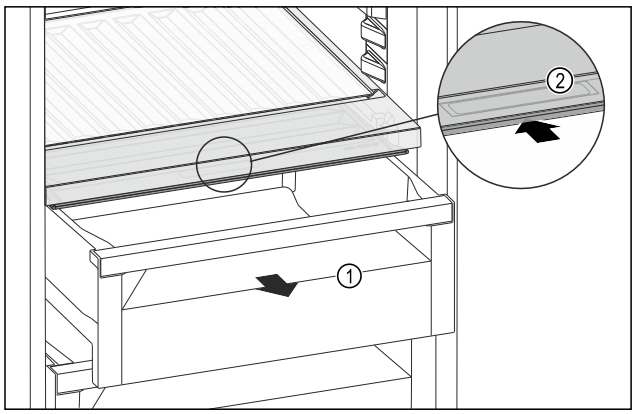

Fig. 190
▶ Retirer le tiroir *Fig. 190 (1)*.
▶ Saisir la poignée encastrée *Fig. 190 (2)* du couvercle du compartiment et pousser le couvercle du compartiment vers l'arrière.